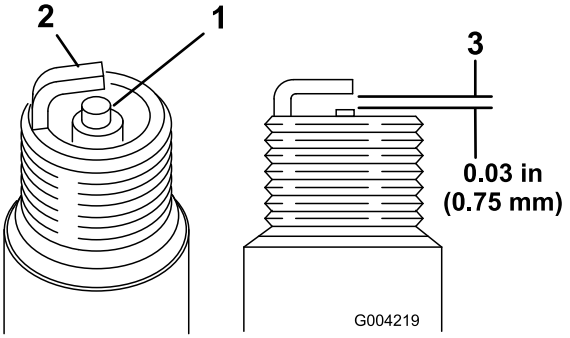

Figuur 50
1. Bekijk de binnenkant van de bougies (Figuur 50). Als de isolator lichtbruin of grijs is, werkt de motor naar behoren. Een zwarte laag op de isolator duidt meestal op een vuil luchtfilter.
2. Controleer de afstand tussen de centrale elektrode en de massa-elektrode (Figuur 50).
3. Verbuig de massa-elektrode (Figuur 50) om de juiste afstand in te stellen indien dit nodig is.